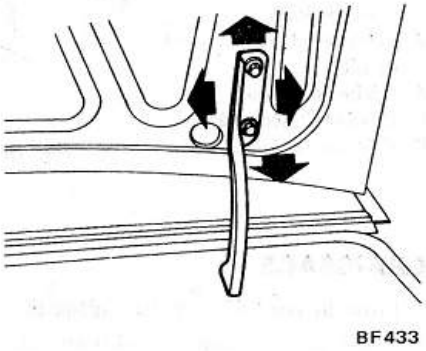

Fig. BF-17 Réglage du couvercle de coffre
1. Desserrer les vis de fixation du couvercle de coffre aux charnières et déplacer le couvercle latéralement et d'avant en arrière pour l'aligner avec la gâche située sur le panneau arrière. Voir Fig. BF-17.